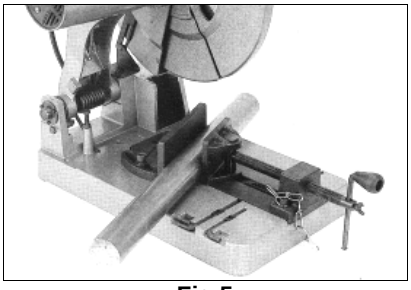

Fig 5
Die Spannbacke (F) passt sich automatisch an das Werkstück an. (Fig 5)